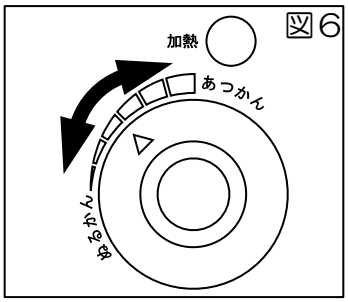

図6
6. 電源を入れ、温度設定ツマミをお好みの位置に合わせてください。(図6)